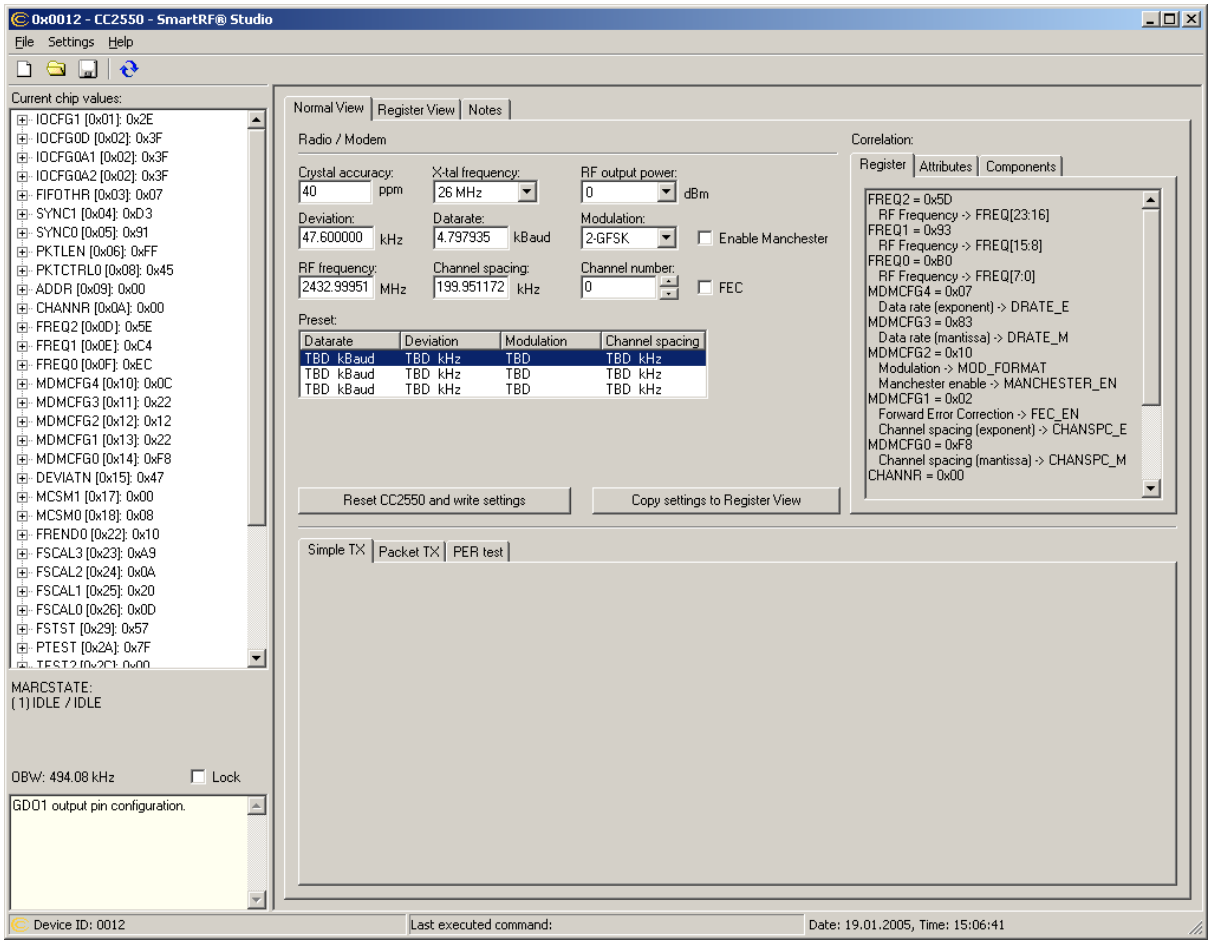

**Figure 5: SmartRF® Studio user interface**
***CC2550*** can be configured using the SmartRF® Studio software, available for download from http://www.chipcon.com. The SmartRF® Studio software is highly recommended for obtaining optimum register settings, and for evaluating performance and functionality. A screenshot of the SmartRF® Studio user interface for ***CC2550*** is shown in Figure 5.